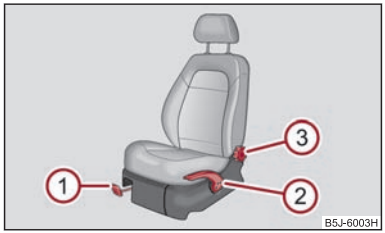

Fig. 47 Controls at seat
– Pull the lever (1) ⇒ fig. 47 up and push the seat into the desired position.
– Release the lever (1) and push the seat further until the lock is heard to engage.